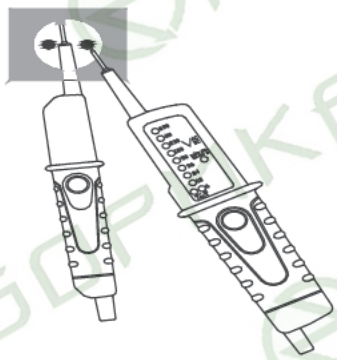

Рис.6.6.1
- Во время индикации напряжения в системах с УЗО, данную систему можно отключить номинальным остаточным током 10 мА или 30 мА, измеряя напряжение между L и PE (**см. рис.6.6.1**)